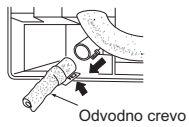

Fig. 2
3) Izvucite odvodno crevo sa zadnje leve strane unutrašnje jedinice. (Fig. 2)